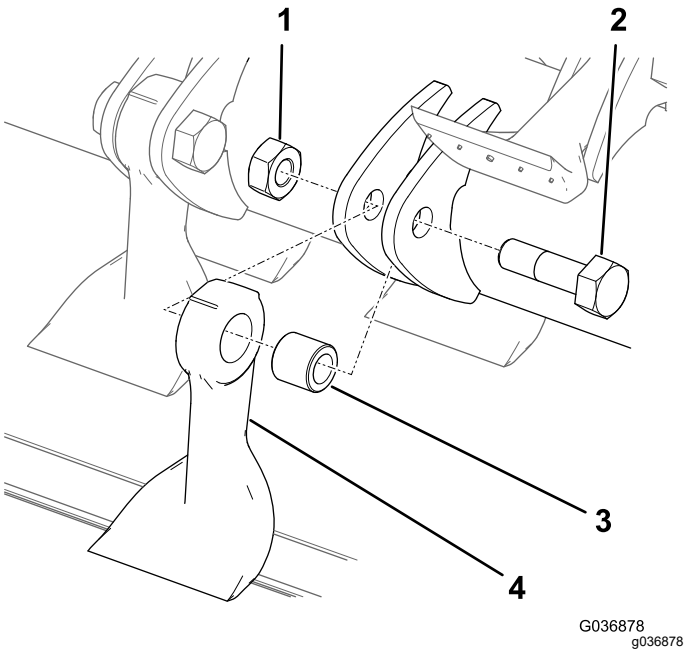

Figur 74
8. Håll kniven med en trasa eller tjock handske och avlägsna muttern, skruven, bussningen och kniven (Figur 74).
10. Montera en ny kniv och bussning med en ny mutter och en ny knivskruv (Figur 74).